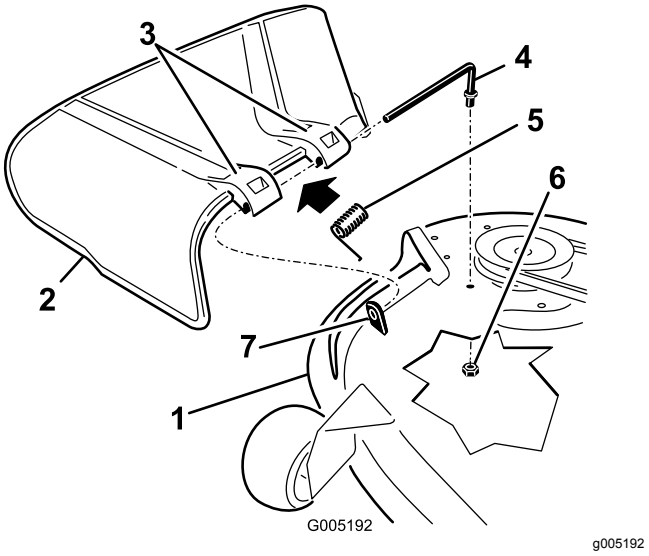

Figur 67
1. Avlägsna muttern (⅜ tum) från stången under klipparen (Figur 67).
2. Skjut ut stången från det korta avståndsstycket, fjädern och gräsriktaren (Figur 67).
4. Byt ut gräsriktaren (Figur 67).
7. Skjut stången genom det andra gräsriktarfästet (Figur 67).
9. Fäst stångens bakre ände i klippaggregatet med en mutter (⅜ tum) enligt Figur 67.